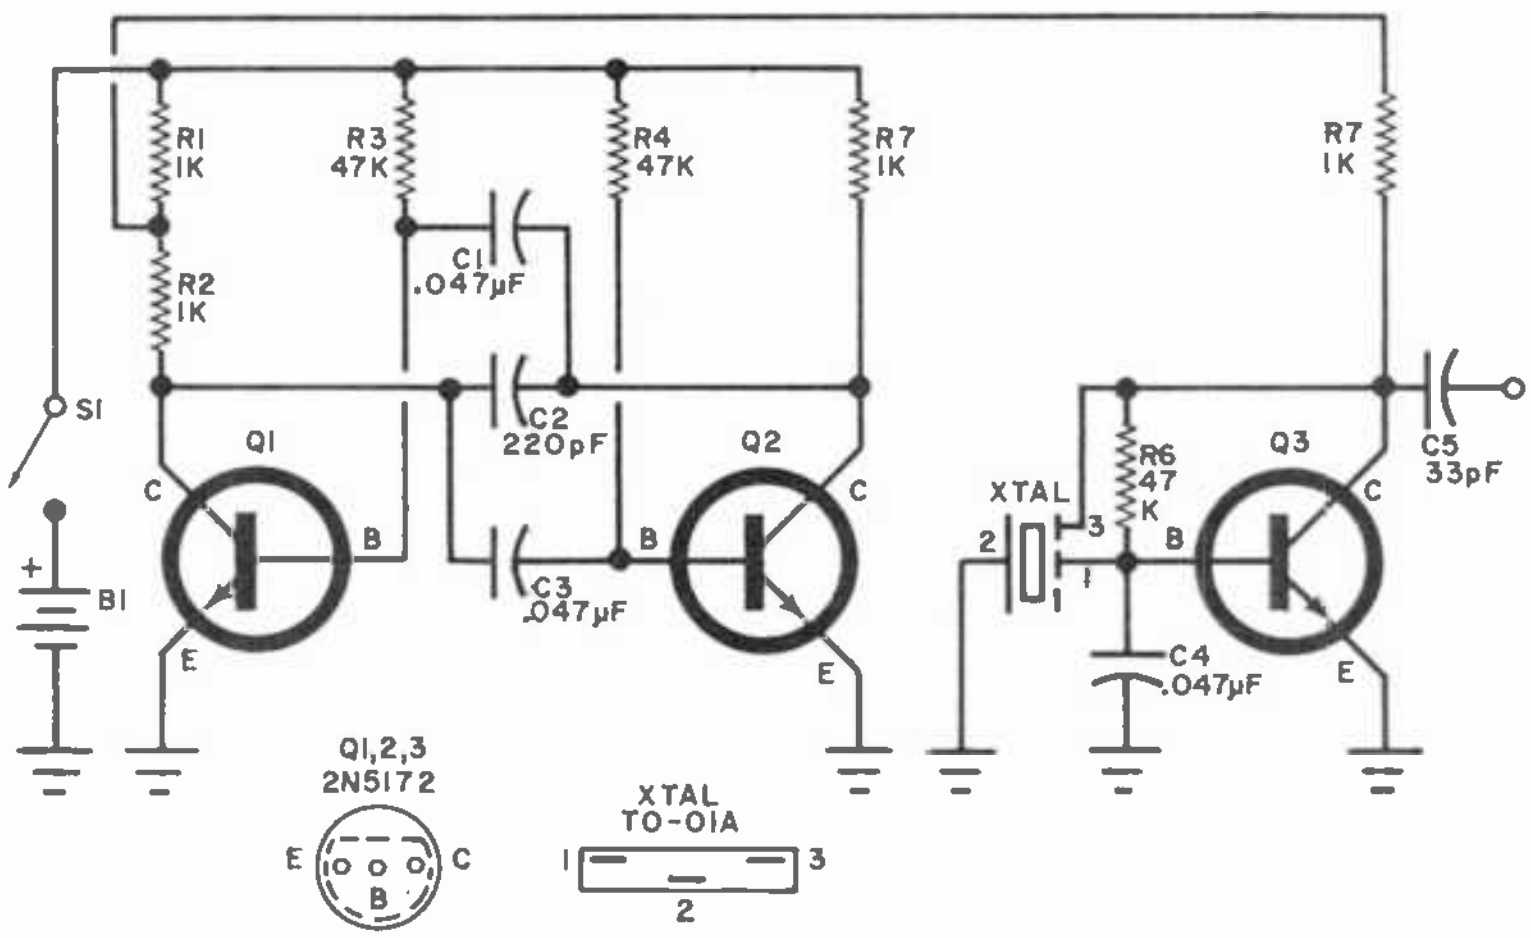

Fig. 1. Generator consists of crystal-controlled r.f. oscillator Q3 and Q1/Q2 multivibrator which provides amplitude modulating signal.
**How It Works.** The r.f. oscillator (*Q3* circuit in Fig. 1) is a variation of the Hartley or Colpitts circuit, but it uses a Clevite Transfilter, *XTAL,* in place of the usual coils and capacitors. The Transfilter is a piezoelectric device consisting of a plated ceramic disc. The disc has natural mechanical vibration modes which can be induced by applying a voltage to the plated terminals.